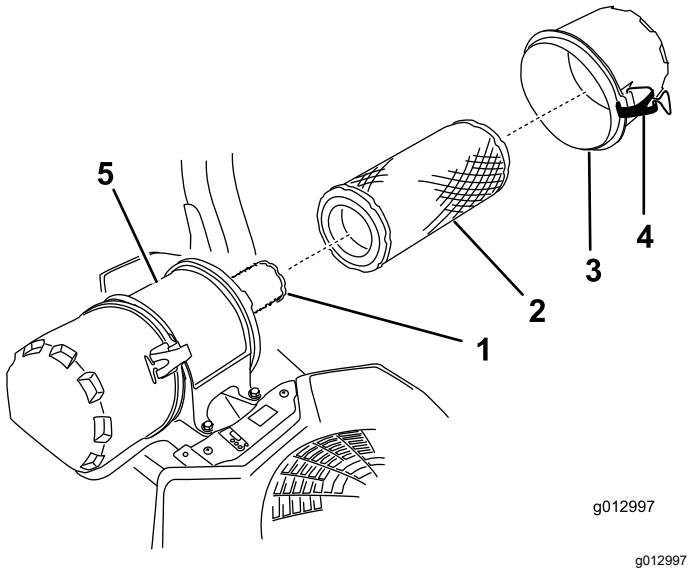

Figura 47
6. Abra los cierres del limpiador de aire y tire de la tapa de la entrada de aire para separarla del cuerpo del limpiador de aire (Figura 47).
8. Extraiga con cuidado el filtro primario de la carcasa del limpiador de aire (Figura 47).
2. Si va a cambiar el filtro interno, deslícelo cuidadosamente en el cuerpo del filtro (Figura 47).
3. Deslice cuidadosamente el filtro primario por encima del filtro de seguridad (Figura 47).
4. Instale la tapa del limpiador de aire y fije los cierres (Figura 47).